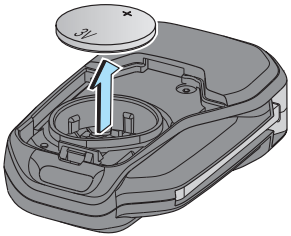

Fig. 14
- Take out the battery to replace **(ref. Fig. 14)**.